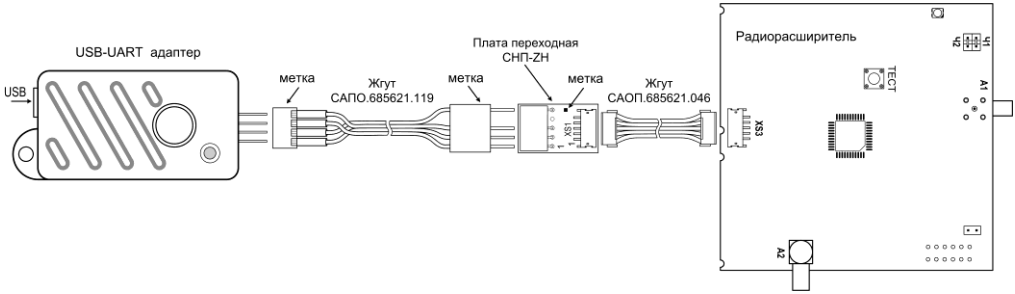

Рис.2 Подключение адаптера к радиорасширителю
4. Присоедините при помощи жгута САПО.685621.119, переходной платы СНП-ZH и жгута САОП.685621.046 адаптер к радиорасширителю прибора «Гранит-Р». Жгут САПО.685621.119 подключается к адаптеру розеткой, а к переходной плате – вилкой, с учётом меток, как показано на рис.2. Жгут САОП.685621.046, разъёмы XS1 переходной платы и XS3 радиорасширителя имеют «ключи» и подключаются однозначно.